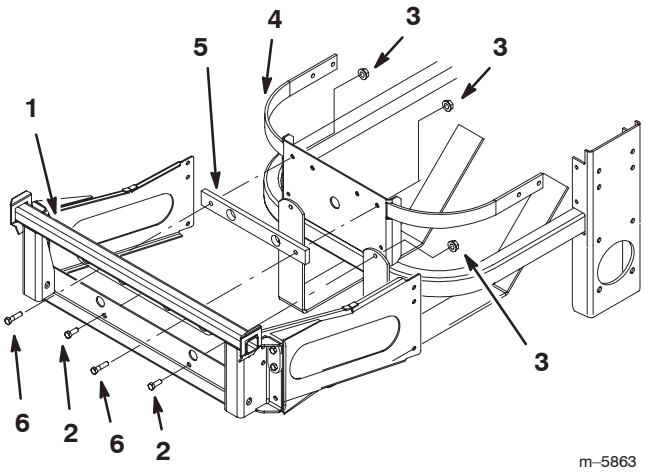

Figure 5
Important When installing the bagger onto an air cooled machine, use the air cooled spacer (Fig. 5).
2. Install the bagger mounting bracket to the rear frame of the machine (Fig. 5).
3. In the top two holes, install 2 bolts (3/8 x 1–3/4 inch), 2 flange nuts (3/8 in.) and the air cooled frame spacer (Fig. 5).
4. In the bottom two holes, install 2 bolts (3/8 x 1–1/4 inch) and 2 flange nuts (3/8 in.) (Fig. 5).
1. Tighten the bagger mounting bracket to the rear frame first (Figures 5 or 7).